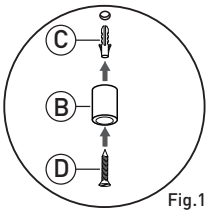
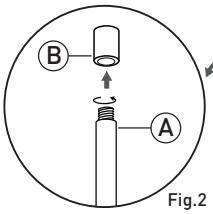
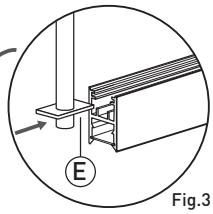
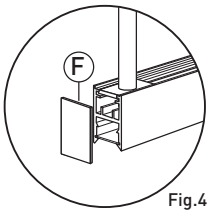

Fig.1
Fig.2
Fig.3
Fig.4
Fixe o chumbador (B) ao teto utilizando bucha (C) e parafuso nº6 (D) **(não fornecidos)**.**(Fig.1) Rosqueie a haste (A) no chumbador (B) até que esteja firme. (Fig.2) Fixe o perfil nas chapas das hastes (E) pelas guias laterais. (Fig.3) Para finalizar, fixe as chapas laterais até que estejam firmes (Fig.4).